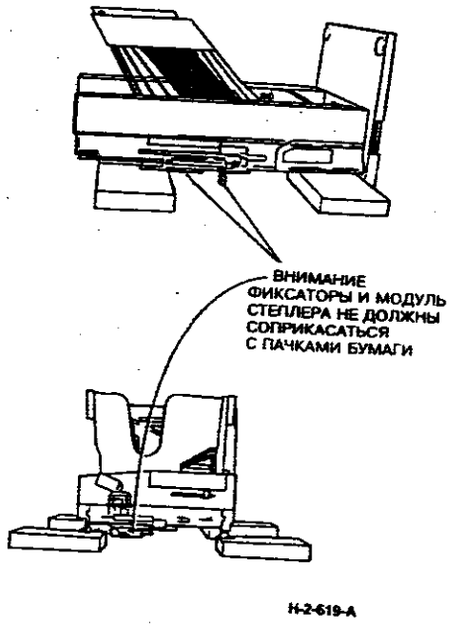

**Рисунок 1. Положение сортера-финишера**
4. (Рисунок 1) Положите на пол четыре нераспечатанные пачки бумаги формата A4. Установите на них сортер-финишер так, чтобы пачки бумаги находились под всеми четырьмя углами рамы сортера-финишера. Проверьте, что пачки бумаги не мешают фиксаторам и модулю степлера.